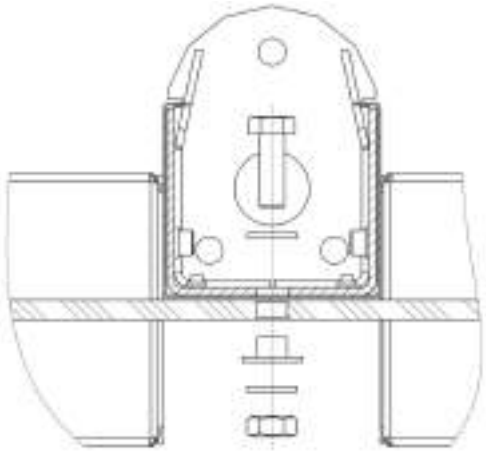

Рисунок 28. Крепление стекла заполнения в центральной стойке *PERCo-ST-01*
7. Снимите передние панели (8) обеих боковых стоек.
8. Используя рожковые и торцевые ключи S17, открутите и снимите 6 болтов M10×30 с шайбами, пластиковыми втулками и гайками крепления стекла заполнения (по два – в кронштейнах боковых стоек и два – на центральной стойке) (см. рис. 28, 29).